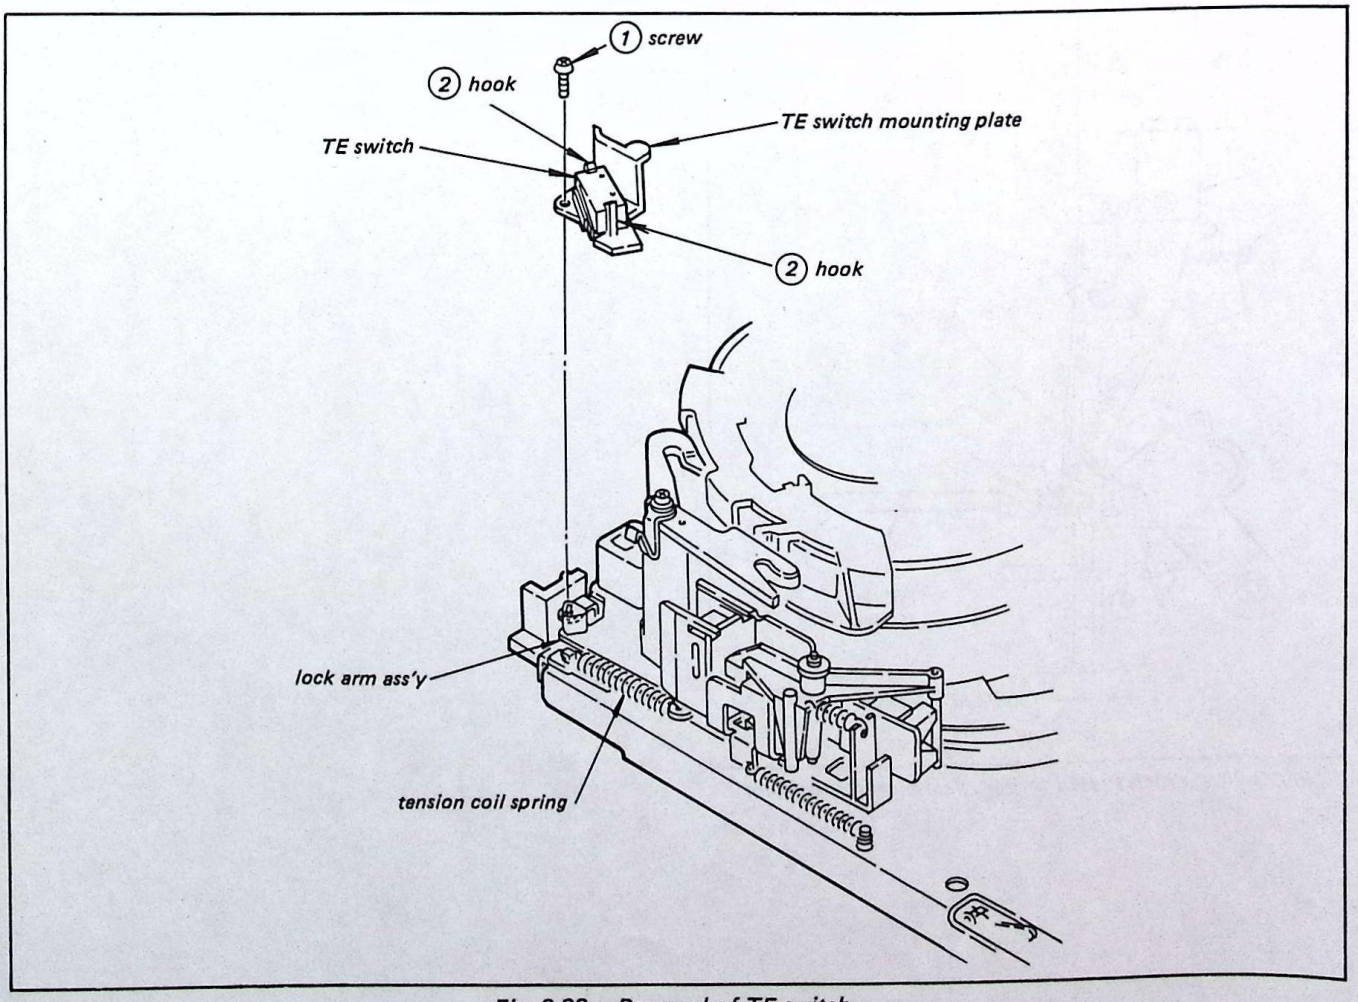
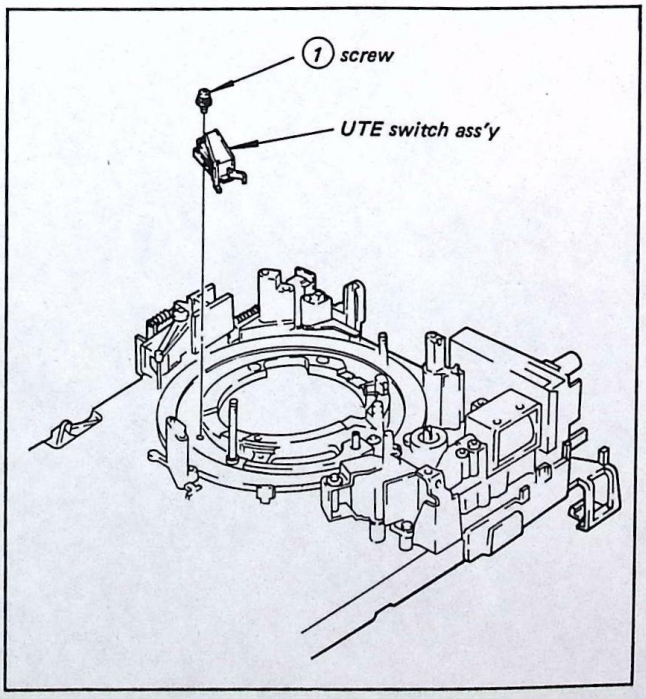

Fig. 3-22. Removal of TE switch
Fig. 3-26. Removal of UTE switch
2) Remove the spring of the lock arm assembly. (Refer to Paragraph 3-12-1, Fig. 3-22)
3) Remove stop washer (1) and ring roller β (2) and ring roller (3).
4) Remove the UTE switch subassembly. (Refer to Paragraph 3-11-2, Fig. 3-26)
5) Unscrew screw (4) and remove the ring roller adjust plate (5) and ring roller (6).
6) Remove the S-threading ring (7).
[Removal] (Fig. 3-22)
Rotate the S-threading ring by hand. Verify that the switch trips when a pin of ϕ1.5 is inserted at Section Ⓐ in Fig. 3-22 after the UTE switch arm roller assembly has dropped into the UTE switch cam groove. Verify that the switch does not trip when a pin of ϕ0.6 is inserted.
1) Unscrew screw ① as shown in Fig. 3-26.